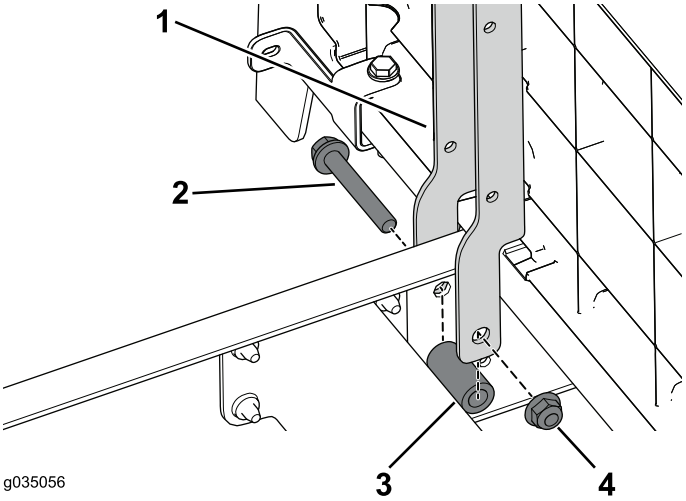

Figure 91
1. Use the 2 bolts (3/8 x 2-1/2 inches), spacers, and flange nuts to secure the left and right seat supports to the front section of the machine (Figure 91).